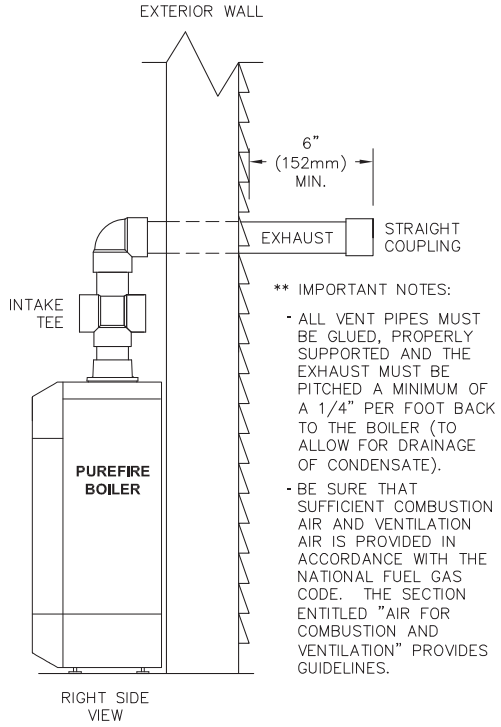

Figure 3.6: Sidewall Exhaust with Indoor Air
3. Combined systems using PVC which transitions to concentric polypropylene can also be installed. See figure 3.6 and 3.9 for an illustration of the configuration. Table 3.6 provides part numbers for the concentric components.